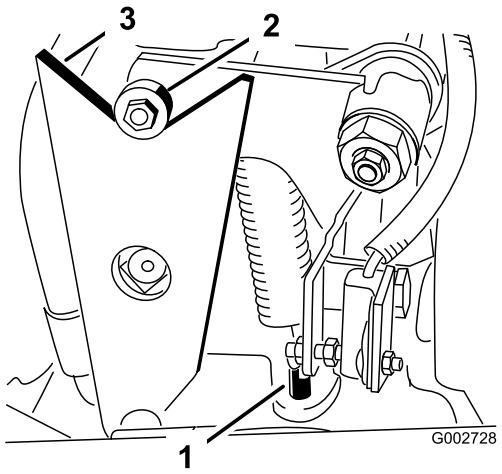

**Figur 42**
- Hvis hjulene roterer i rette retning, skal du stoppe motoren og justere fjederjusteringsmøtrikken (Figur 42). Justering af traktion til neutral position. Se Justering af traktionsdrevet til neutral.